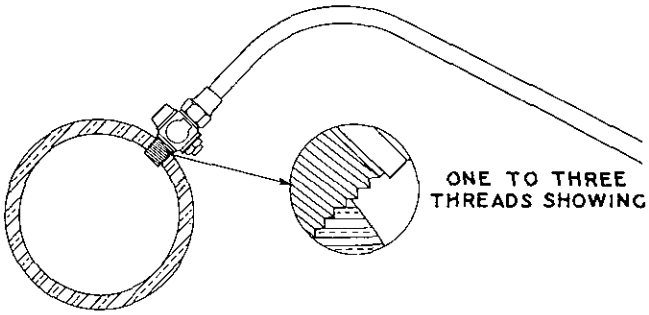

FIG. 68 — A properly installed corporation stop—showing gooseneck in service pipe and detail of correct number of threads exposed after tightening
1. Make the tap at least 12" from the end of the pipe. Clamp the machine on *firmly*—and at an angle of about 45 degrees—as indicated by Fig. 68.
4. Transite has a thick wall and will therefore engage more threads of the corporation stop—so the boring-bar must travel farther down in order to thread the corporation stop in properly. When the stop is inserted and tightened, *there should be one to three threads showing—no more.* (See Fig. 68.) (It may be desirable to make a "shop-tap" ahead of time, and make a new stop-mark on the boring-bar for use with Transite.)
Always put a bend or "gooseneck" in the service pipe to provide flexibility and "give" in the event of a load due to settlement or to expansion and contraction or other pulling and thrusting that may happen to the service pipe. (See Fig. 68.)